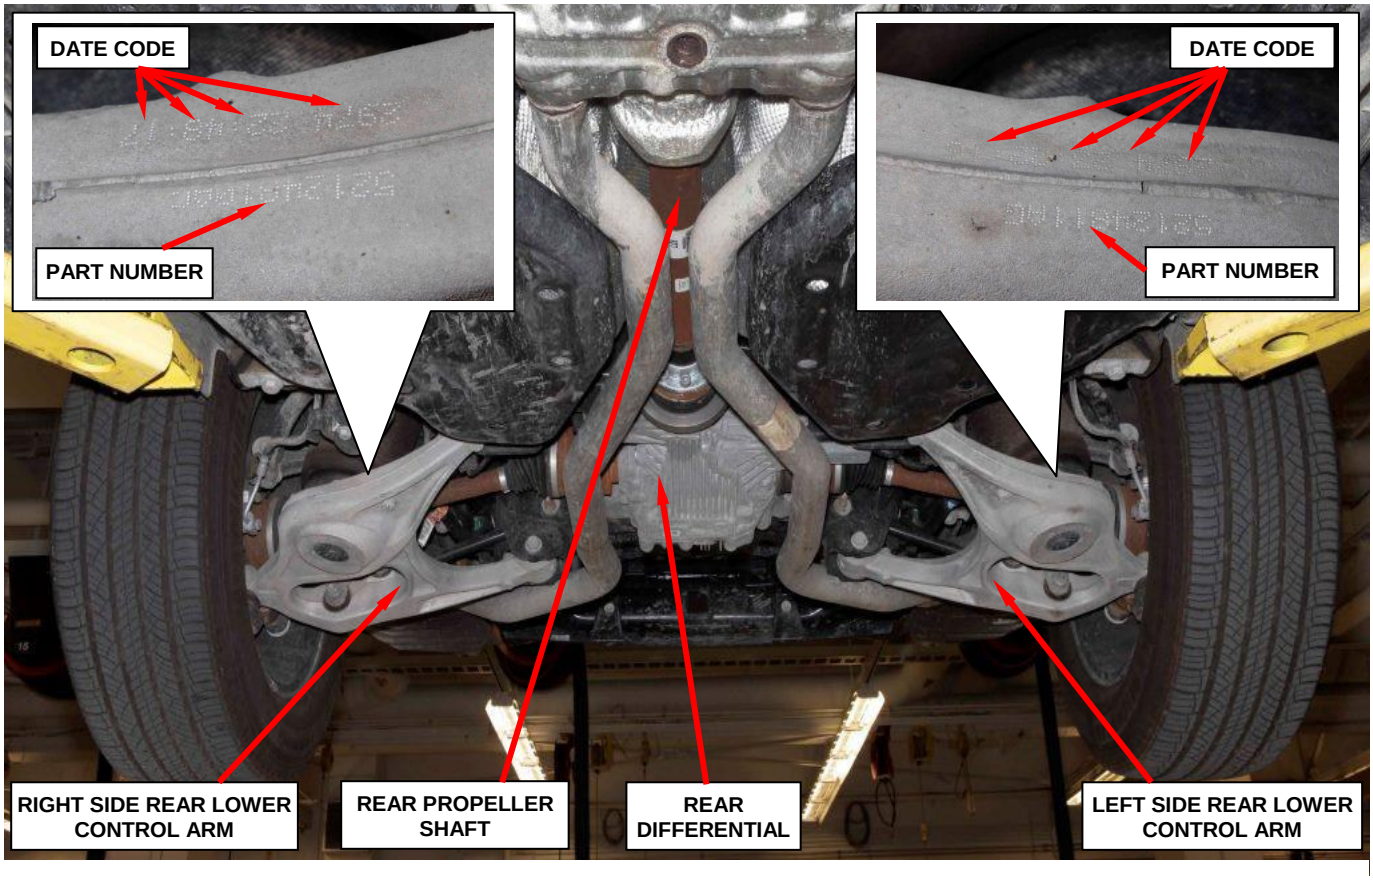

Figure 1 – Build Date Code Location
3. Carefully clean the rear suspension lower control arms at the area where the build date code is located (Figure 1).